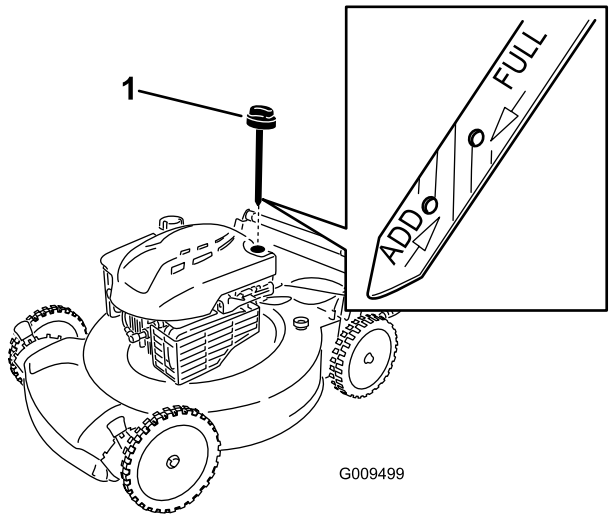

Bild 8
2. Ziehen Sie den Ölmessstab heraus (Bild 8).
5. Nehmen Sie den Peilstab heraus und lesen Sie den Ölstand am Peilstab ab, siehe Bild 8.